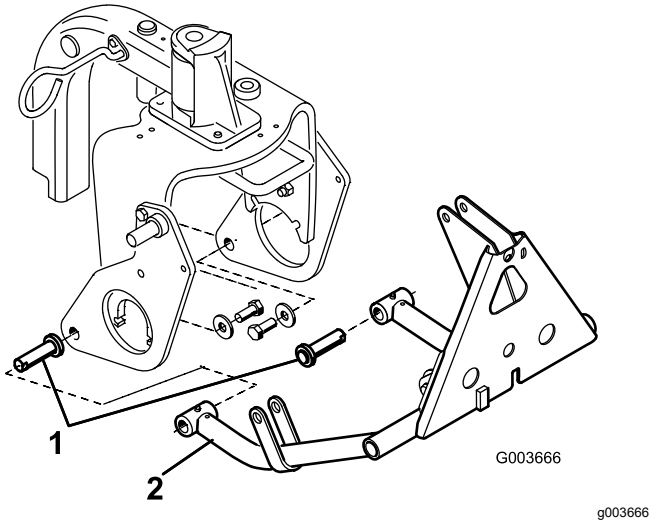

Rysunek 13
3. Wsuń sworzeń siłownika do obu rurek drążka pchającego w sposób pokazany na Rysunek 13.
4. Wsuń rurki drążków pchających do lewej i prawej płyty pługa, wyrównując prowadnice sworznia siłownika z otworami w płytach pługa (Rysunek 13).
5. Zamocuj sworzeń siłownika do odpowiedniej płyty pługa za pomocą śruby (⅝ x 1½ cala) z podkładką (średnica zewn. 1,68 cala; średnica wewn. 0,65 cala) w sposób pokazany na Rysunek 13.